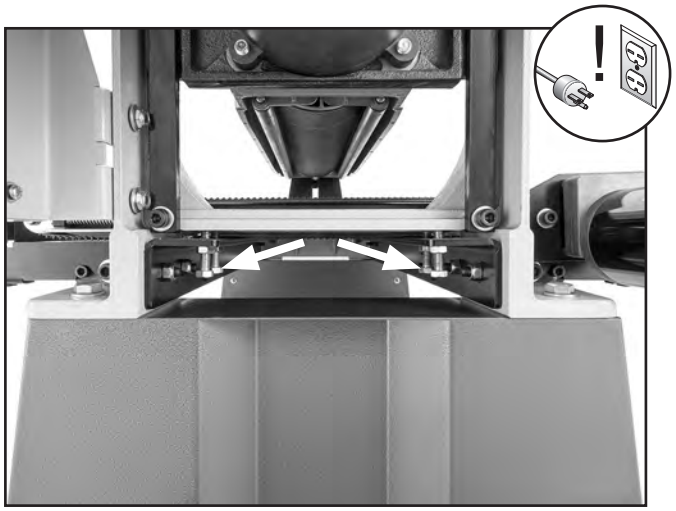

Figure 68. Adjustment hardware for right side.
— If A measurement was larger than B measurement, loosen (2) hex nuts shown in **Figure 68** and tighten (2) hex bolts until measurements are equal.